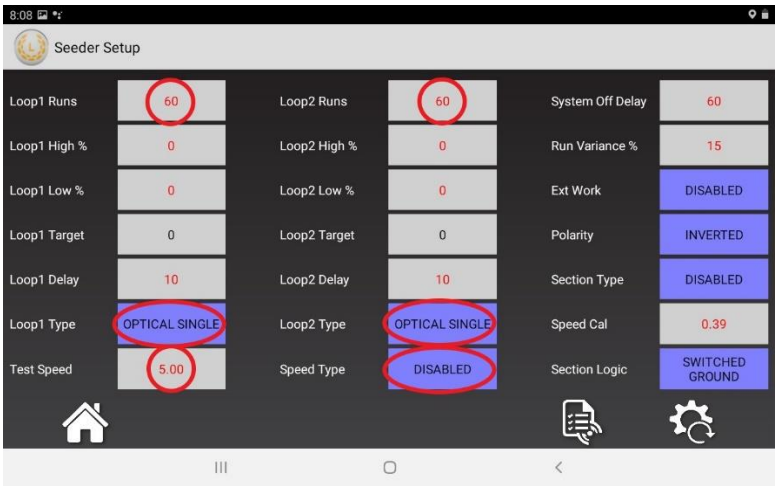

Figure 1.3
3. As in figure 1.3, enter the number of sensors installed on the implement into the "Loop 1 Runs" and "Loop 2 Runs" fields. Tap the < button on the tablet to hide the number pad.
4. If you are using Legend sensor part numbers AGST22E, AGST24E, AGST25E, AGST30E, AGST32E, or AGST50E, ensure the "Loop 1 Type" and "Loop 2 Type" setting is "Optical Single" as in figure 1.3. Most users will use this setting.
6. For manual speed entry: In the "Test speed" field, enter your seeding speed. Ensure the "Speed Type" field shows "Disabled" as in figure 1.3.
4. Connect your tablet to the Legend ECU. To view the YouTube video on how to setup and connect the LEGEND ECU Wi-Fi to the tablet, scan the QR code in Fig 1.3 or go to https://www.youtube.com/watch?v=Y1fU19B8goM